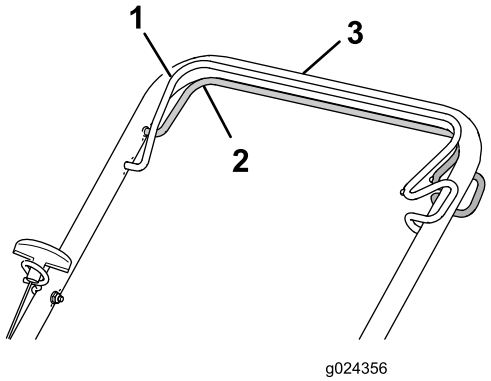

**Figuur 17**
- **De zelfaandrijving inschakelen:** Hou de zelfaandrijvingsstang tegen de handgreep gedrukt (Figuur 17).